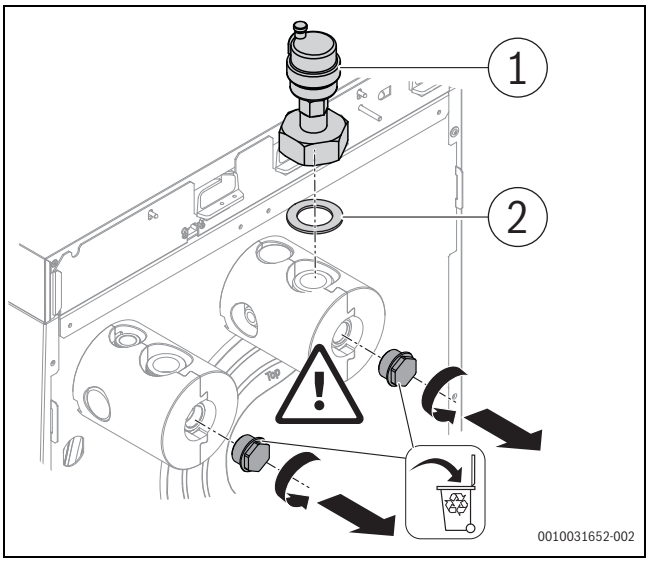

Fig. 4 Montage des purgeurs automatiques
- Purgeur automatique pour le circuit de la pompes à chaleur (installé au niveau du raccordement retour de la chaudière, → fig. 4)